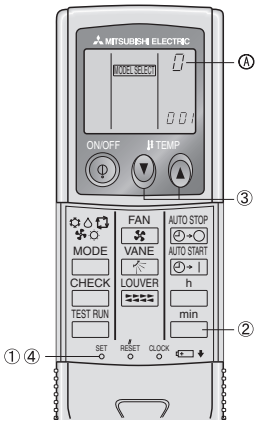

Fig. 6-8
5) Assigning a remote controller to each unit (Fig. 6-8)
6) Wireless remote controller pair number setting operation (Fig. 6-8)
① Press the SET button with something sharp at the end.